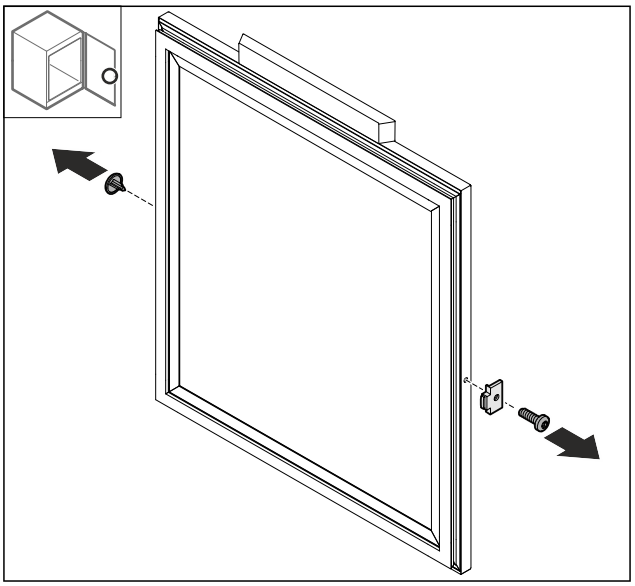

Fig. 47
▶ Abdeckung *Fig. 47 (1)* entfernen.
▶ Türstopper *Fig. 47 (2)* demontieren.